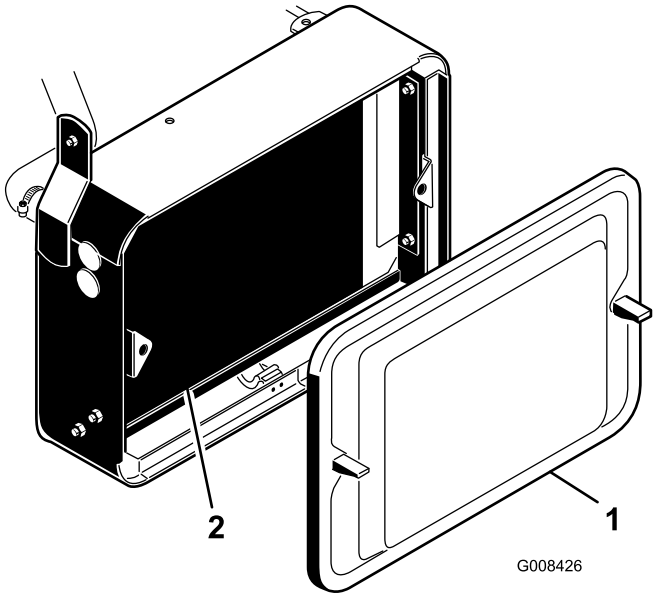

Figur 45
1. Ta av radiatorskjermen (Figur 45).